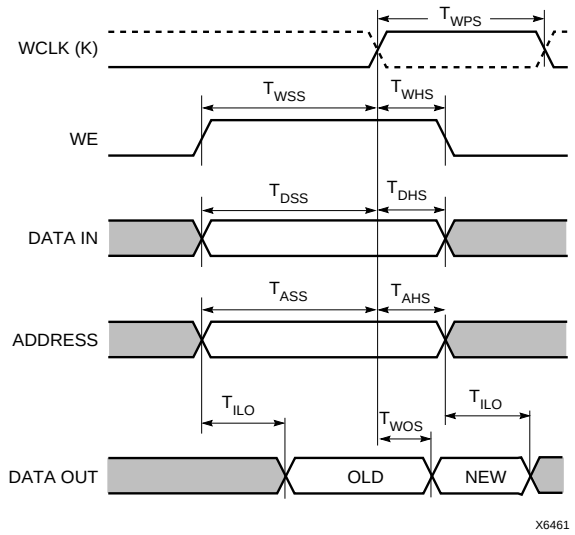

**Figure 3: Edge-Triggered RAM Write Timing**
Edge-triggered (synchronous) RAM simplifies timing requirements. XC4000 Series edge-triggered RAM timing operates like writing to a data register. Data and address are presented. The register is enabled for writing by a logic High on the write enable input, WE. Then a rising or falling clock edge loads the data into the register, as shown in Figure 3.
**Note:** The pulse following the active edge of WCLK ($T_{WPS}$ in Figure 3) must be less than one millisecond wide. For most applications, this requirement is not overly restrictive; however, it must not be forgotten. Stopping WCLK at this point in the write cycle could result in excessive current and even damage to the larger devices if many CLBs are configured as edge-triggered RAM.
Dual-port mode always has edge-triggered write timing, as shown in Figure 3.